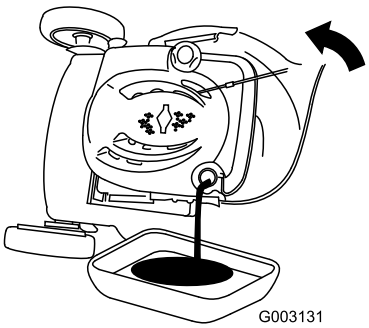

**Figur 37**
7. Lägg maskinen på sidan med påfyllningsröret nedåt för att tömma ut oljan genom påfyllningsröret i kärlet (Figur 37).